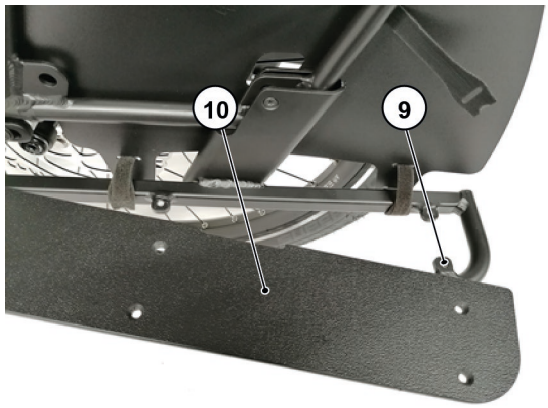

Fig. 5
4. Use 6x fasteners (9) to attach the PP board (10); see Fig. 5.